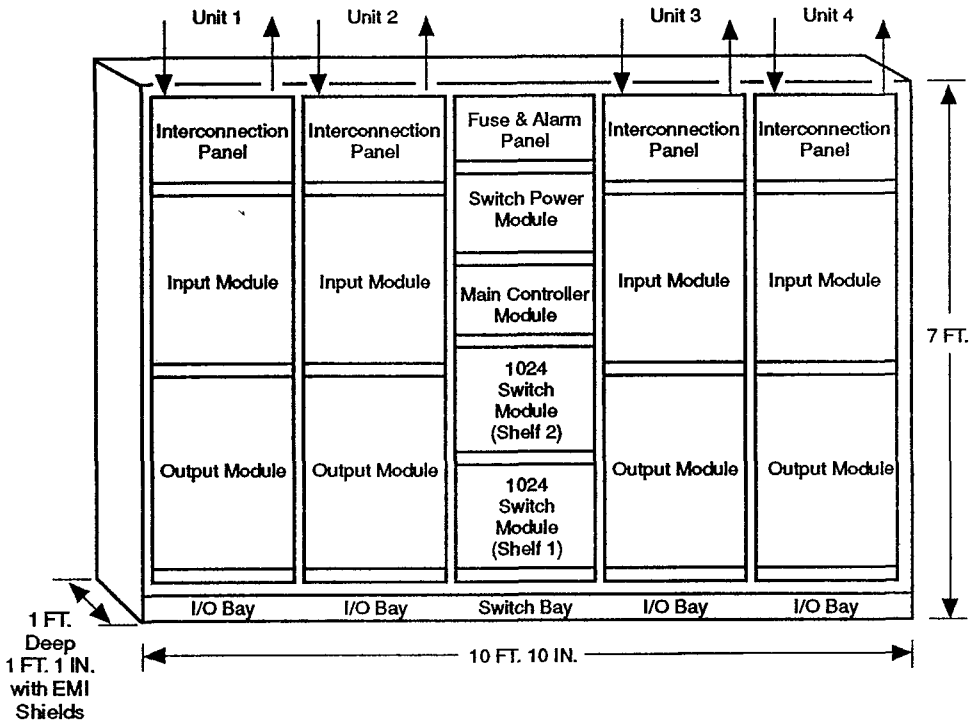

Figure 5-1. DACS III-2000 (1024)—Unit Numbers
I/O bays are numbered 1 through 4 on the DACS III 2000, 1024-size system and 1 through 8 on the DACS III 2000, 2048-size system. Figures 5-1 and 5-2 show the numbering scheme. The procedure for provisioning I/O bays follows.
1. Determine from Figure 5-1 or 5-2 the number of the first unit that you want to provision.